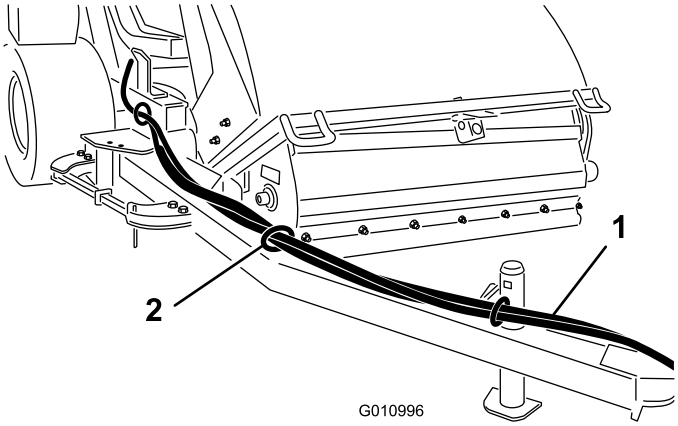

Figur 10
1. Dra hydraulslangarna och kablaget genom slanguppstyrningen till den främre delen av dragstången (Figur 10).